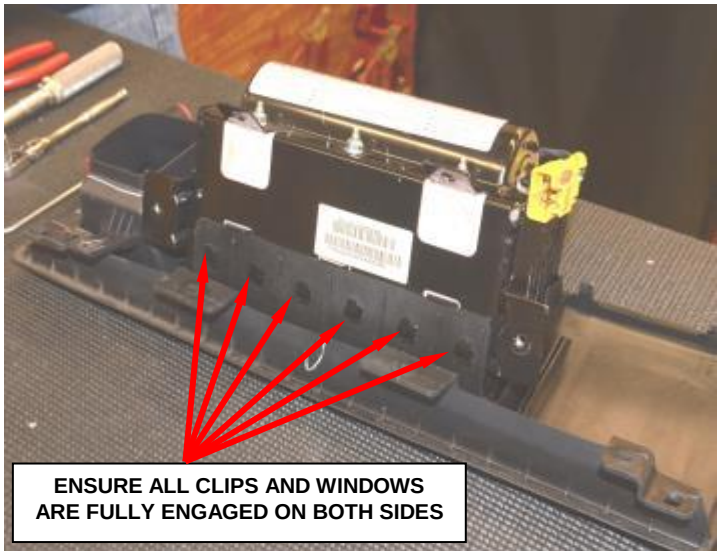

**Figure 37 – Airbag Cover and Airbag Module**
q. Install the airbag cover to the airbag module ensuring all clips are fully engaged in the windows on both sides (Figure 37).